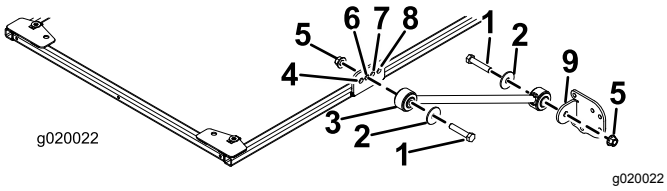

Bild 2
2. Befestigen Sie an jeder Seite des Sonnendachrahmens eine Strebe mit einer Schraube (½" x 2½"), einer Scheibe (½") und einer Bundmutter (½") lose im zweiten Loch der Strebenhalterung, wie in Bild 2 abgebildet.
3. Befestigen Sie eine Strebenhalterung mit einer Schraube (½" x 2½"), einer Scheibe (½") und einer Bundmutter (½") an jeder Strebe, wie in Bild 2 abgebildet.